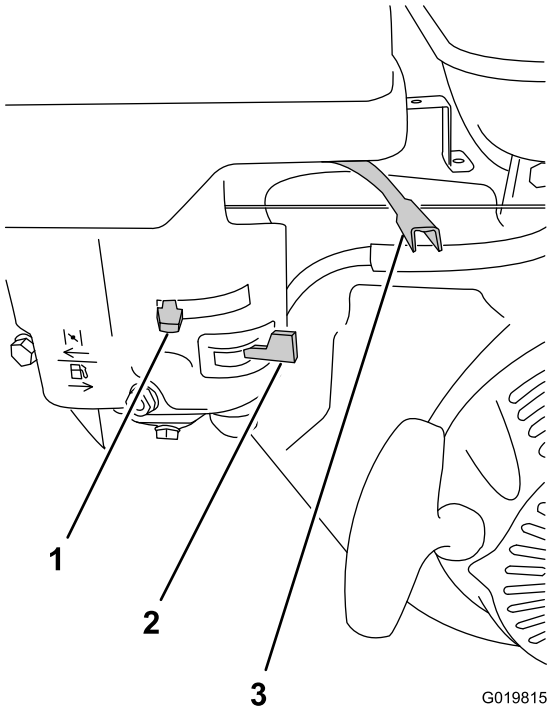

Figure 33
1. Sur le moteur, éloignez la commande d'accélérateur de la position Min et déplacez-la du tiers de sa course vers la position Max (Figure 33); voir Commande d'accélérateur (page 14).
2. Tournez le robinet d'arrivée de carburant complètement à droite en position ouverte (Figure 33); voir Robinet d'arrivée de carburant (page 13).
- Pour démarrer le moteur s'il est froid, déplacez la commande de starter complètement vers la gauche, en position fermée (Figure 33); voir Commande de starter (page 14).
4. Tournez la commande du moteur à la position Marche (Figure 33); voir Commande Marche/Arrêt du moteur (page 14).
1. Vérifiez que la commande de starter est à la position hors service (Figure 33); voir Commande de starter (page 14).
2. Réglez la commande d'accélérateur à la position Min (Figure 33); voir Commande d'accélérateur (page 14).